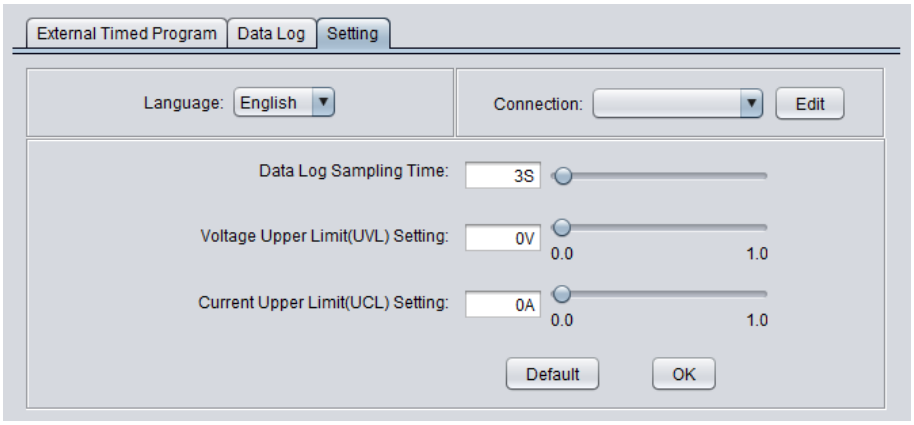

Figure 7.12
- Select the "Setting" tab. See **Figure 7.12**